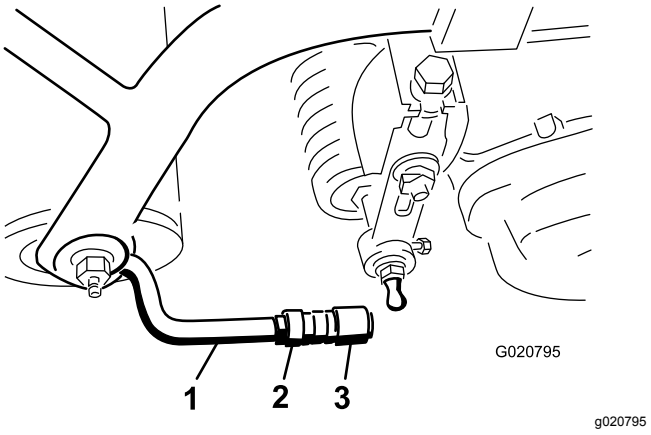

**Figur 9**
5. Passa in kulledernas hylsbeslag så att beslagens öppna sida är centrerad mot kultappen. Dra åt kontramuttrarna så att hylsbeslagen hålls på plats (Figur 9).